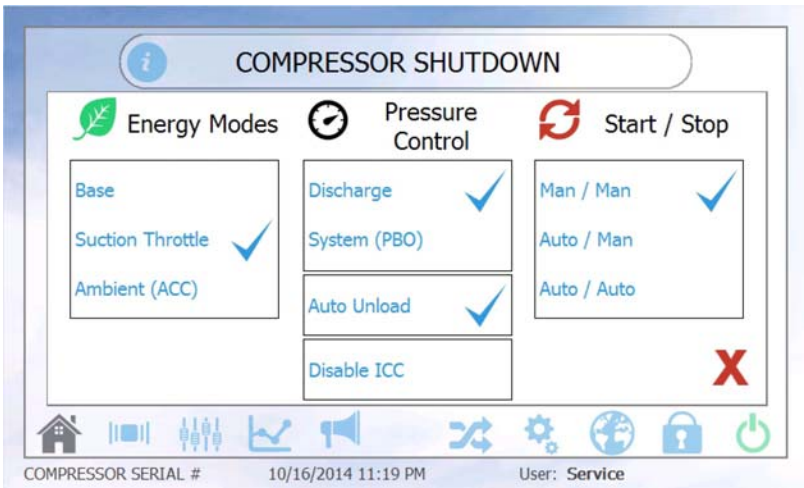

FIGURE 3-2
7. Operators can select the desired configuration that will satisfy their site's air demand by selecting the appropriate control configuration. A detailed description of Figure 3-2 can be found in Chapter 6.